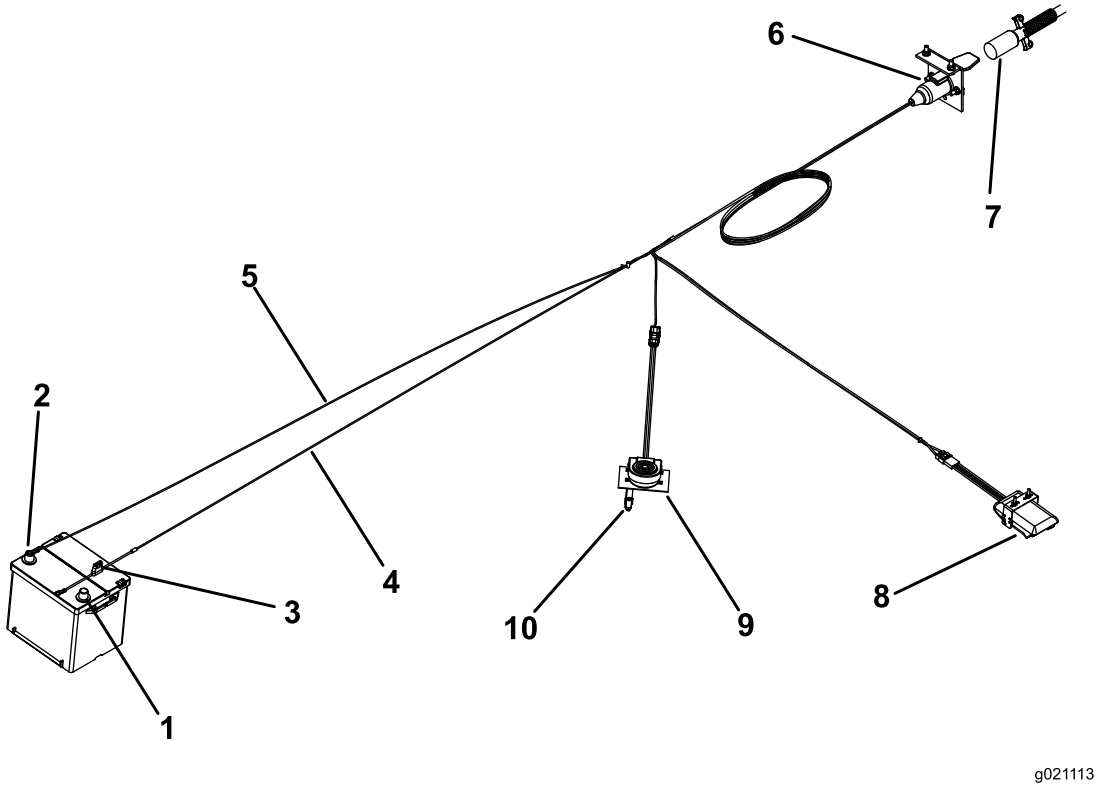

Figur 11
5. Monter bremsestyreenheden på traktorens instrumentbræt eller skærmen med de (2) nr. 10 x 7/8 tommers skruer og nr. 10 møtrikker.
7. Tilslut ledningsnettet til komponenterne (Figur 11) således: